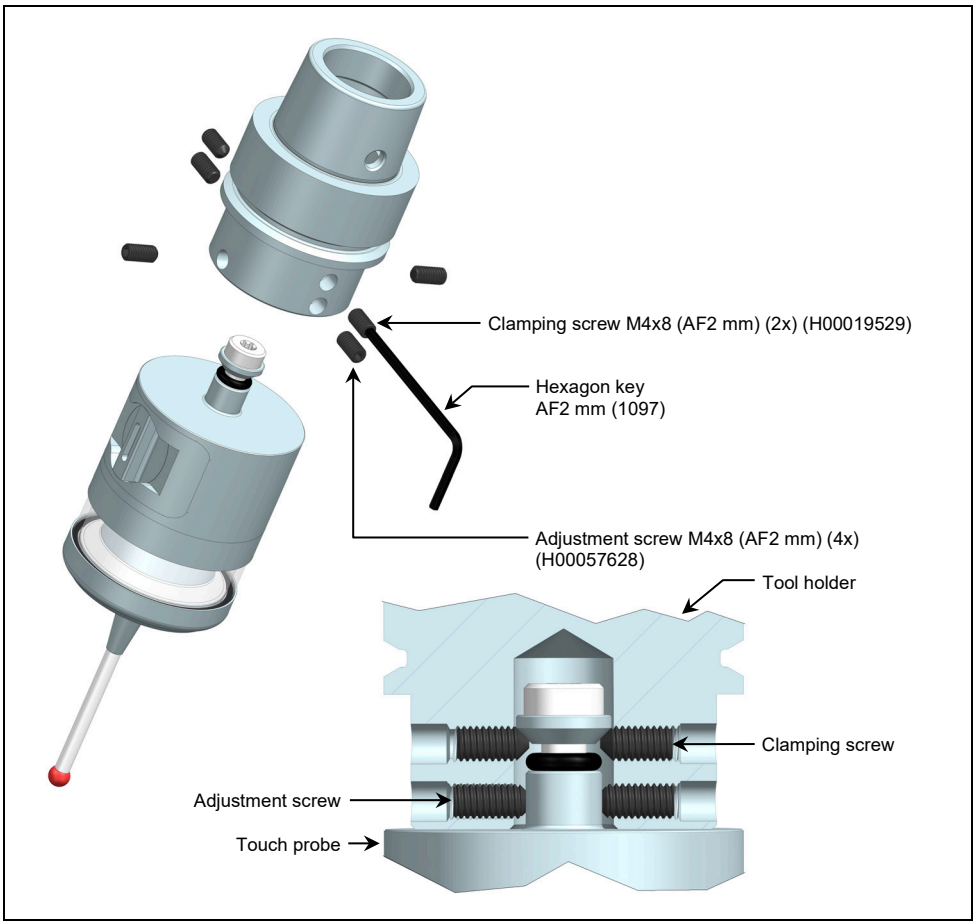

Fig. 6 Mounting/dismounting the tool holder
1.1 Loosen all screws, clamping screws and adjustment screws according to Fig. 6.